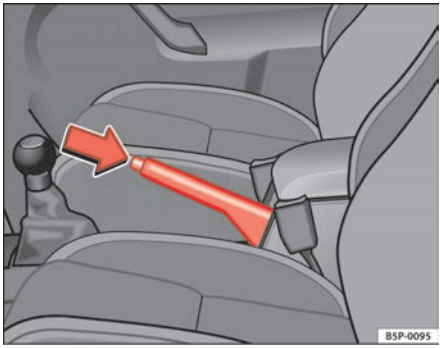

Fig. 144 Handbrake between the front seats
– Pull the handbrake lever up firmly ⇒ page 171, fig. 144.
– Pull the lever up slightly and press the locking knob in the direction of the arrow ⇒ page 171, fig. 144 and guide the handbrake lever down fully ⇒ ⚠.